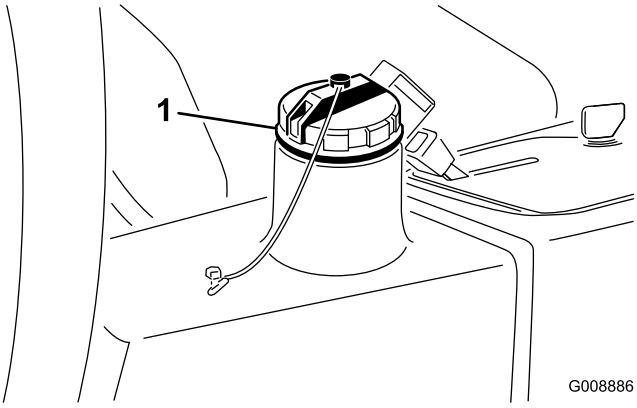

Figur 64
3. Fyll tanken (Figur 64) med ca 13,2 liter hydraulvätska; se Kontrollera hydraulsystemet.